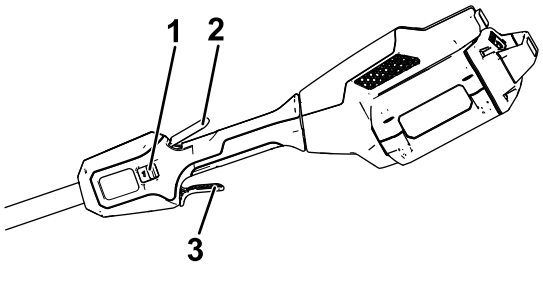

Rysunek 8
4. Aby uruchomić kosę, wciśnij przycisk blokady, a następnie naciśnij przycisk uruchamiający z regulacją prędkości (Rysunek 8).